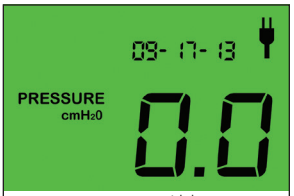

Abb. 5
5. Nach etwa 10 s geht das *Z1* in den Standby-Modus über. Das Display zeigt 0.0 an. (Abb. 5)